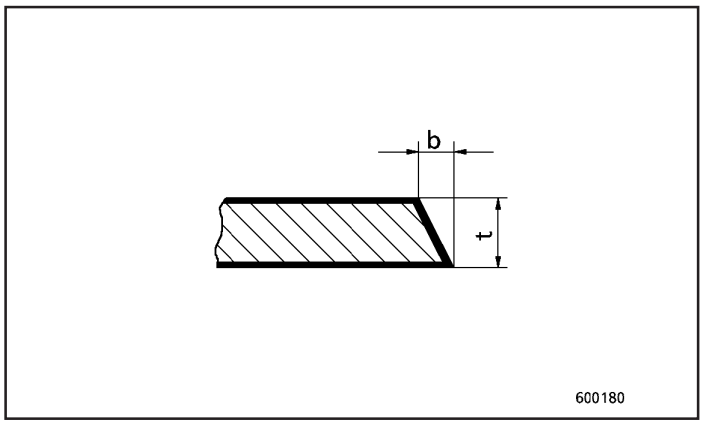

Fig.82
1. Faça um chanfro em ângulo de 15° A largura (b, Fig. 82) pode ser obtida na Figura 70, página 42.